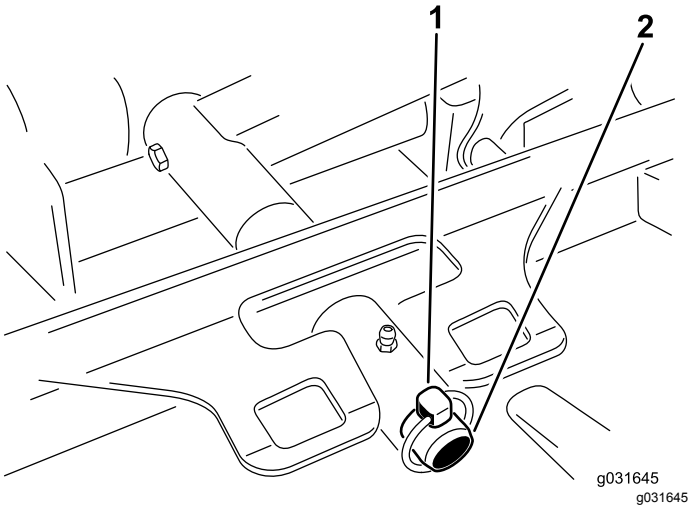

Figura 67
3. Togliete l'acciarino o il dado di ritegno che fissano il telaio portante del piatto di taglio al perno orientabile del braccio di sollevamento (Figura 67).
3. Fate scorrere il telaio portante del piatto di taglio sul perno orientabile del braccio di sollevamento e fissatelo con l'acciarino o il dado di ritegno (Figura 67).